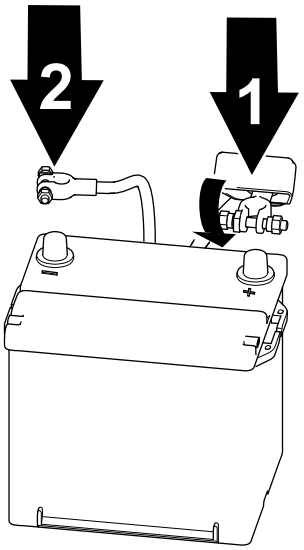

**Figuur 59**
1. Sluit de pluskabel weer op de accu aan en draai de moer van de accuklem vast (Figuur 59).
2. Sluit de minkabel weer op de accu aan en draai de moer van de accuklem vast (Figuur 59).